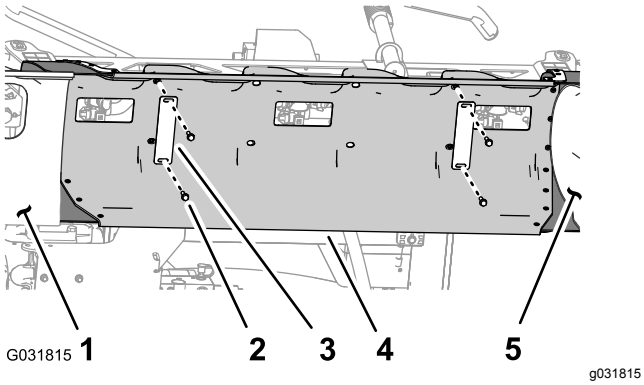

Figur 25
1. Støtt opp midtre seksjonsdeksel (11 dyser) og fjern de fire flenshodeboltene (5/16 x 1-1/4 tomme) og to dekselstroppene som fester dekslet til støttebraketten for dekslet (Figur 25).